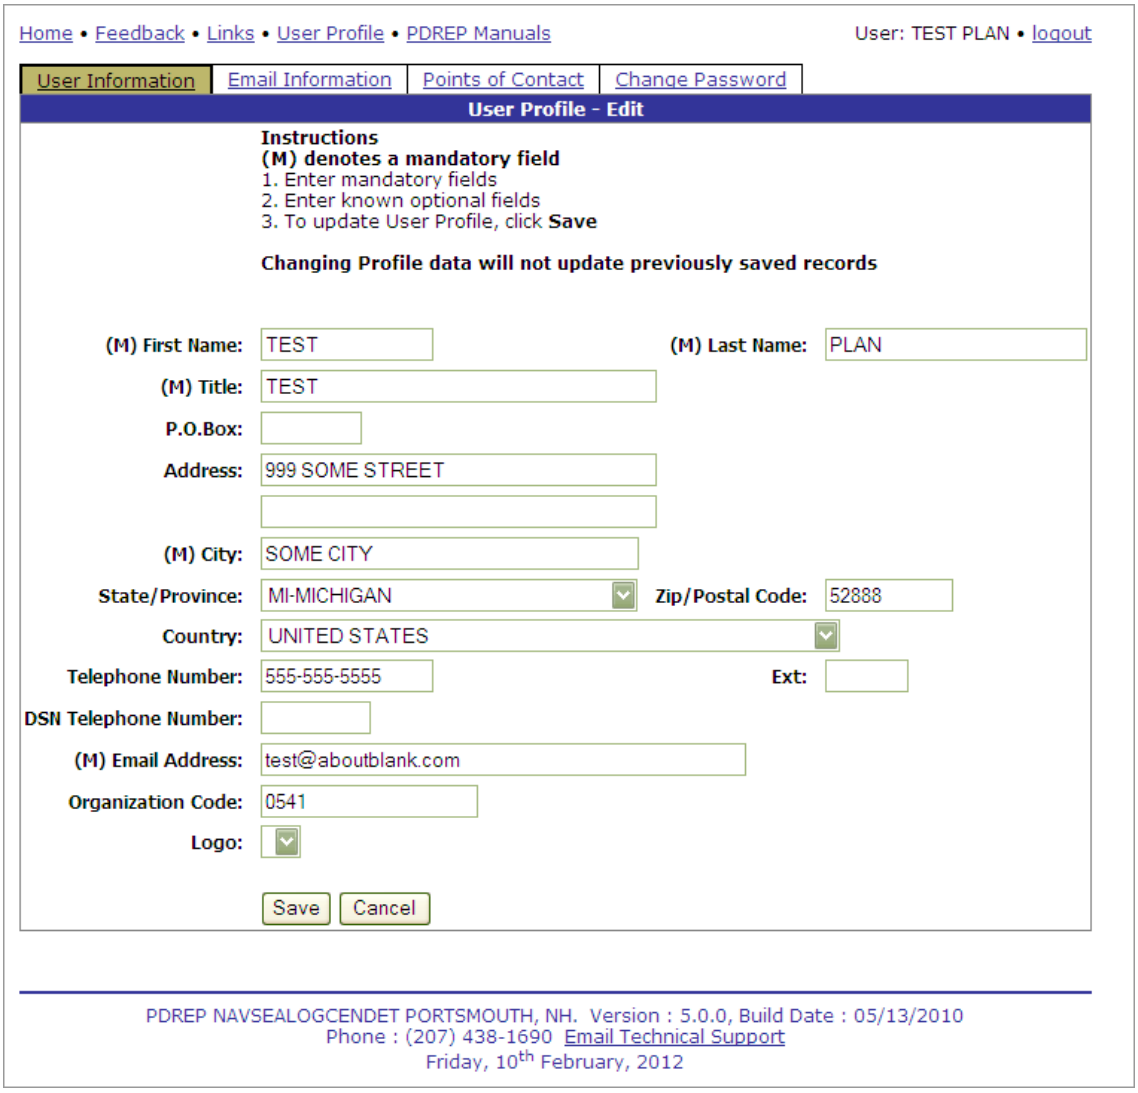

Figure 2.2
a. To edit or update any of this information, click on the "Click here" link above your contact information. The User Profile – Edit page will display (Figure 2.2).